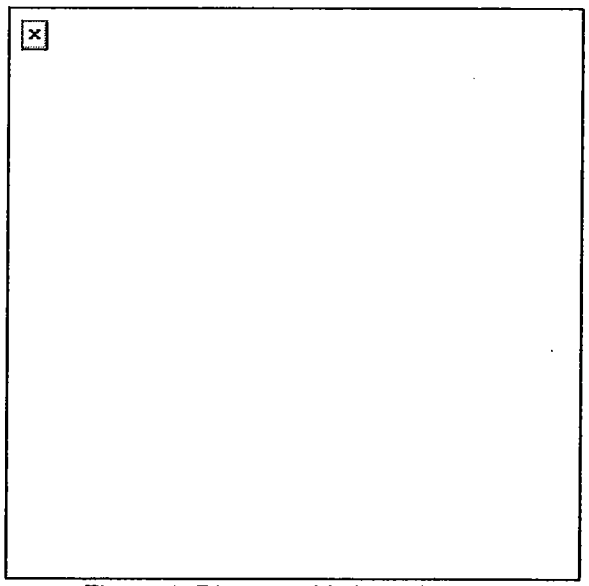

Figure 1. Disassembly lever button.
c. With your forefinger, press the disassembly lever button (Figure 1).
e. Pull the slide and barrel assembly forward (Figure 1), and remove it from the receiver.